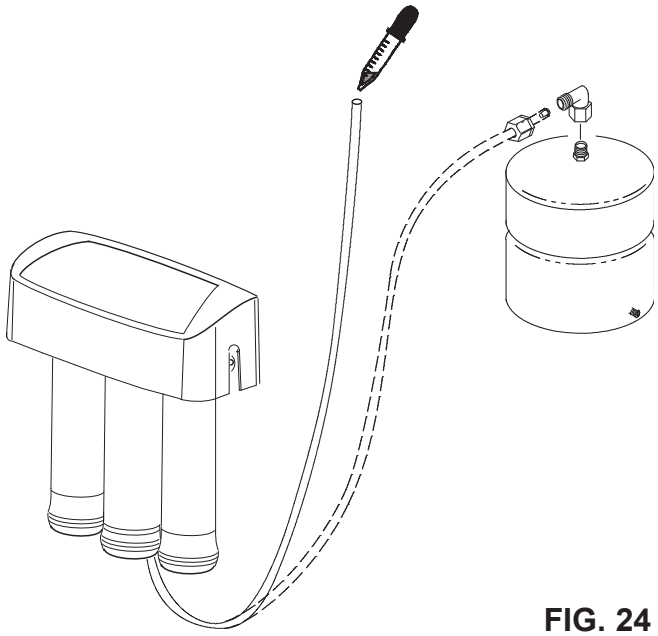

FIG. 24
Para desinfectar el sistema, siga los pasos a continuación: Vea la Fig. 24.
4. Agregue 3 ml. de cloro en el extremo abierto de la tubería amarilla. Manipule el cloro según las recomendaciones del fabricante. Vea la Fig. 24.